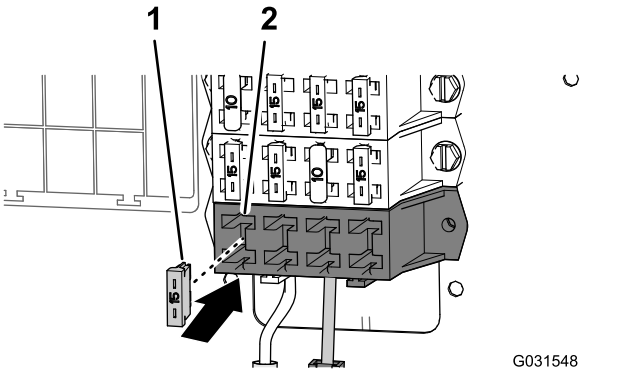

Figur 207
2. Montera 15 A-säkringen i uttaget som du letade upp på det extra säkringsblocket (Figur 207).